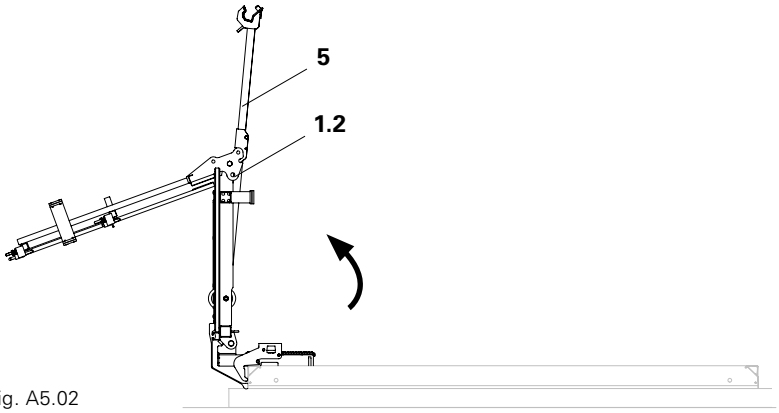

Fig. A5.02
1. Saisir le bracon diagonal (5) et le relever avec le platelage jusqu'à la butée, = > 90°.
3. Extraire les bracons diagonaux. (Fig. A5.02)